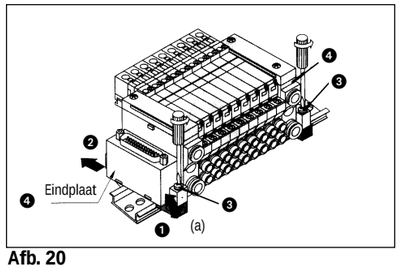

Afb. 20
Demonteren van DIN-rail (afb. 20)
Draai de klemschroeven ❸ (afb. 20) aan zijde (a) van de eindplaten ❹ (afb. 20) los aan beide uiteinden van de basisplaat.
Til zijde (a) van de basisplaat op en schuif de eindplaat ❹ (afb. 20) in de richting van cijfer ❷ (afb. 20) om het geheel te kunnen verwijderen.